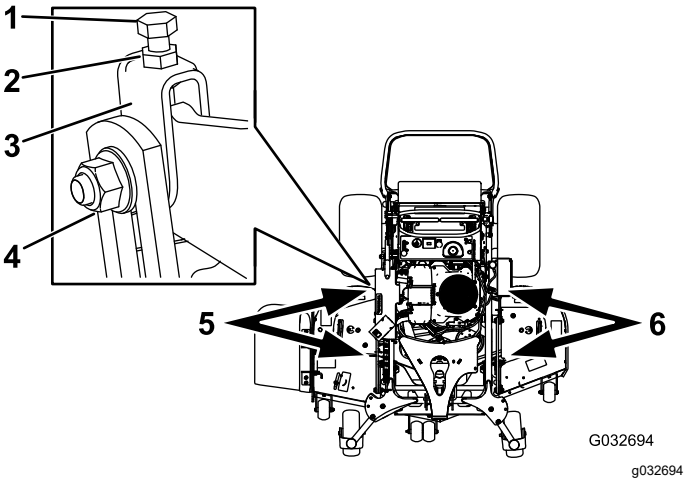

Figura 92
1. Afloje la tuerca lateral y la contratuerca de las horquillas que desea ajustar (Figura 92).
2. Gire el perno superior de las horquillas para ajustar la altura de la carcasa de corte (Figura 92).